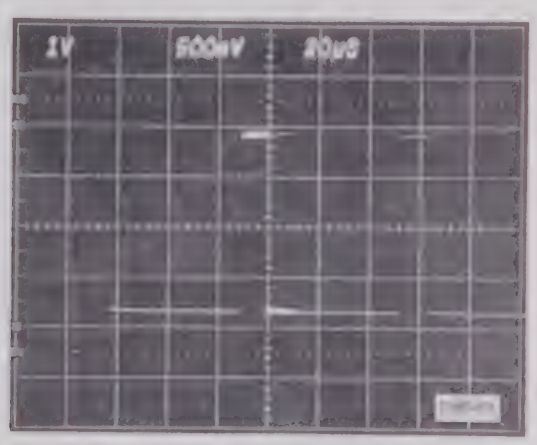

Fig. 6-16. Unblanking pulse.
a. Set the Test Oscilloscope Delay Time Multiplier (DTM) to 3.00. Use the time base position control to align the beginning of unblanking with the graticule centerline (Fig. 6-16).